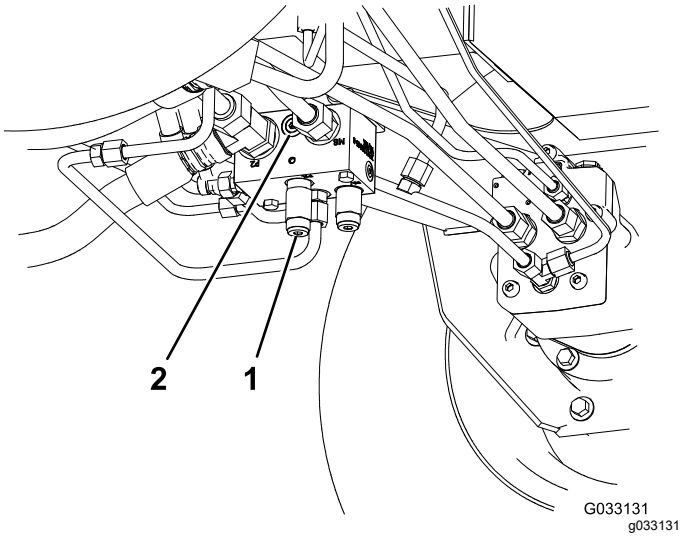

Figur 39
- Toro-delnr. 95-0985, koblerfitting (2)
- Toro-delnr. 340-77, hydraulikfitting (2)
1. Monter en fejlfindingsfitting i den umarkerede port placeret mellem portene M8 og P2 på den bageste traktionsmanifold (Figur 39).